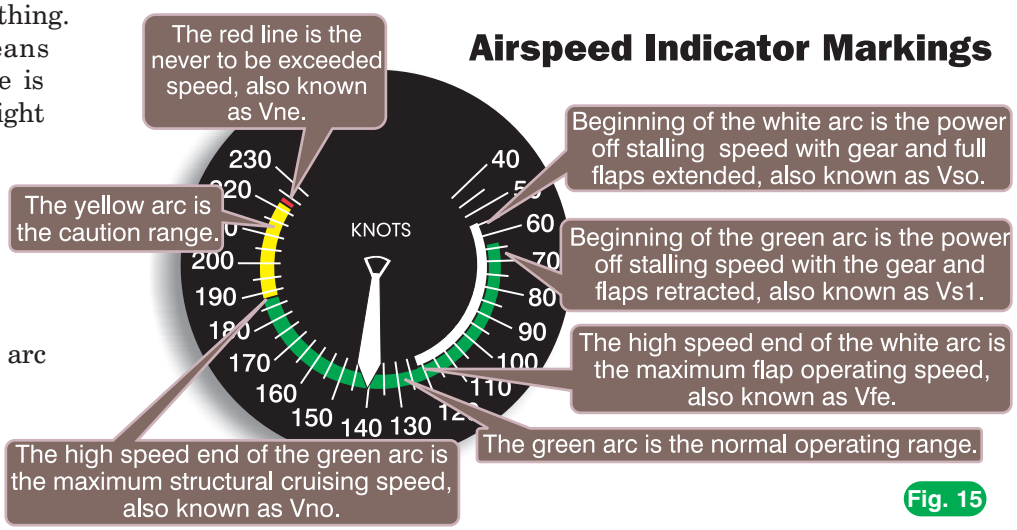
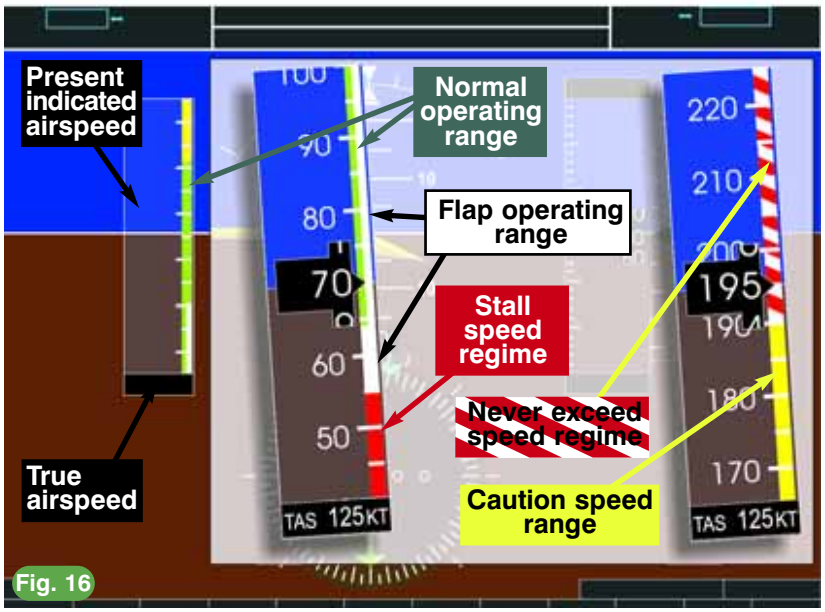

Fig. 15
Fig. 16
General aviation airplanes have airspeed indicators that are color coded, and for a very good reason, too. Colors are symbols that provide information. Traffic lights, for example, do the same thing. Green means normal, yellow means caution, red means stop and white is the color of the policeman's flashlight that you stare at while trying to explain how the yellow should have lasted longer. These are also the four colors that you will find on the airspeed indicator in a single-engine airplane (Figure 15).
Most things that are green are good (especially vegetables, although my little nephew considers asparagus to be nothing more than spinach legs). That's why the green arc represents the normal operating range of the airplane. The beginning of the green arc represents the power-off stall speed or minimum steady flight speed in a specified configuration. For the airplanes we typically fly, this configuration occurs when the plane is at its maximum takeoff weight and the flaps and gear (if retractable) are up. This is called *Vs1* or velocity (V) of stall (s) with everything inside (1)—think of the *1* as the letter *i* representing gear and flaps up or *inside*. With flaps up, gear up, and power at idle, the beginning of the green arc in Figure 15 suggests this airplane needs a minimum of 64 knots of wind flowing over its wings before it starts flying. If you're flying an airplane with a primary flight display, Figure 16 shows how these airspeeds might be portrayed on these instruments (the display may vary between manufacturers).
Primary flight displays provide digital airspeed readouts, as shown in Figure 16. The numerical airspeed tape moves vertically with airspeed change. The airplane's present airspeed is shown in the white-on-black box in the center of the tape. Notice that the yellow, green and white color codes have the same meaning as the color codes shown in Figure 15. On this primary flight display, however, the never-exceed speed region, is shown by a red striped line and the stall speed region is shown by a solid red color. PFD manufacturers may vary the color coding used for these airspeed regions.